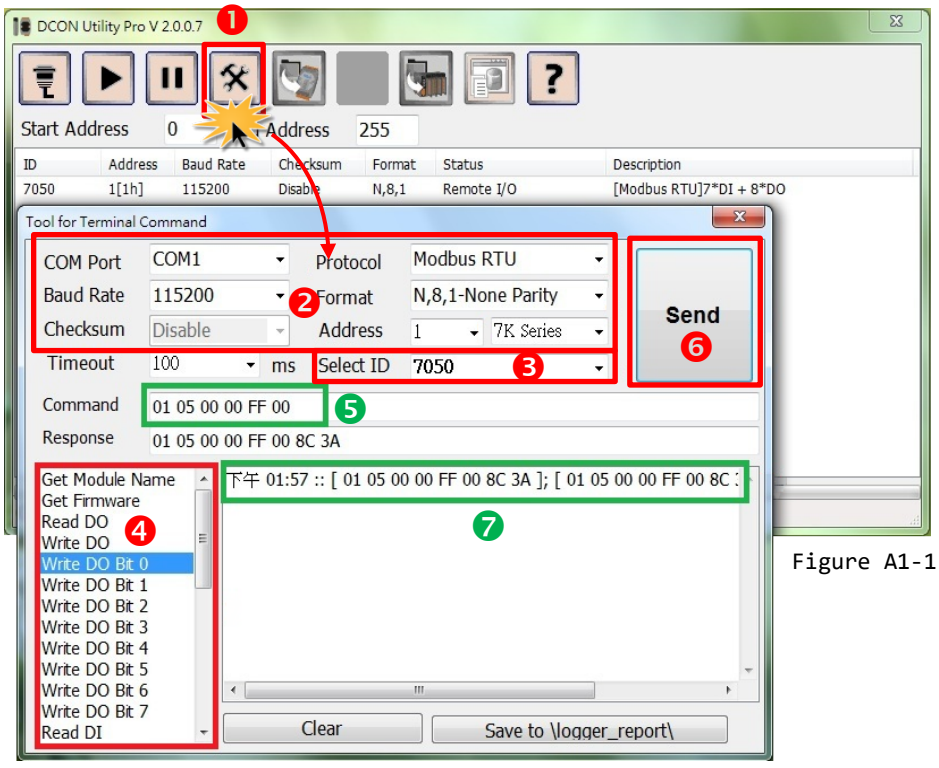

Figure A1-1
❶ In the DCON Utility Pro tool (see Section 4.1 "Configure the Modbus RTU Device" for more details), click the **"Command Line"** button to open the "Tool for Terminal Command" dialog box.
❷ Select the appropriate **COM Port, Baud Rate, Format and Address** settings from the relevant drop down options, as shown in Figure A1-1 below.
❸ Select the **name of the module** from the **"Select ID"** drop down options. Once selected, all the commands relevant to the module will be displayed in the Command Panel on the left of the dialog box.
❹ Click the desired **command** in the panel to select it, and the Modbus RTU code (without checksum) will be given in the Command test field.
❺ Copy the Modbus RTU command to the configuration data file (commands.txt).
❻ Click the **"Send"** button.
❼ The Modbus RTU command together with the response will be displayed in the Output Panel.